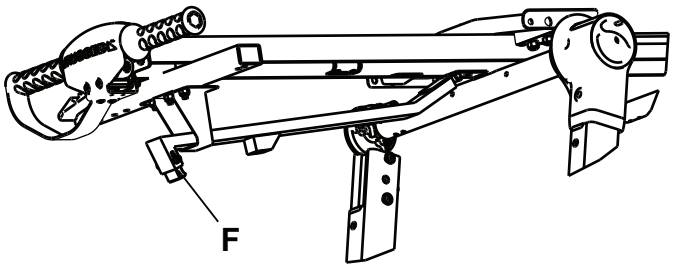

Figur 17 – Justering av krokspetsen
2. Testa att lasta ut bårvagnen från ett fordon för att bekräfta att säkerhetskroken ansluter till fångstplattan. Justera krokspetsen (F) efter behov med en M5-insexnyckel för att säkerställa att säkerhetskroken och fångstplattan ansluts under urlyftning (Figur 17).